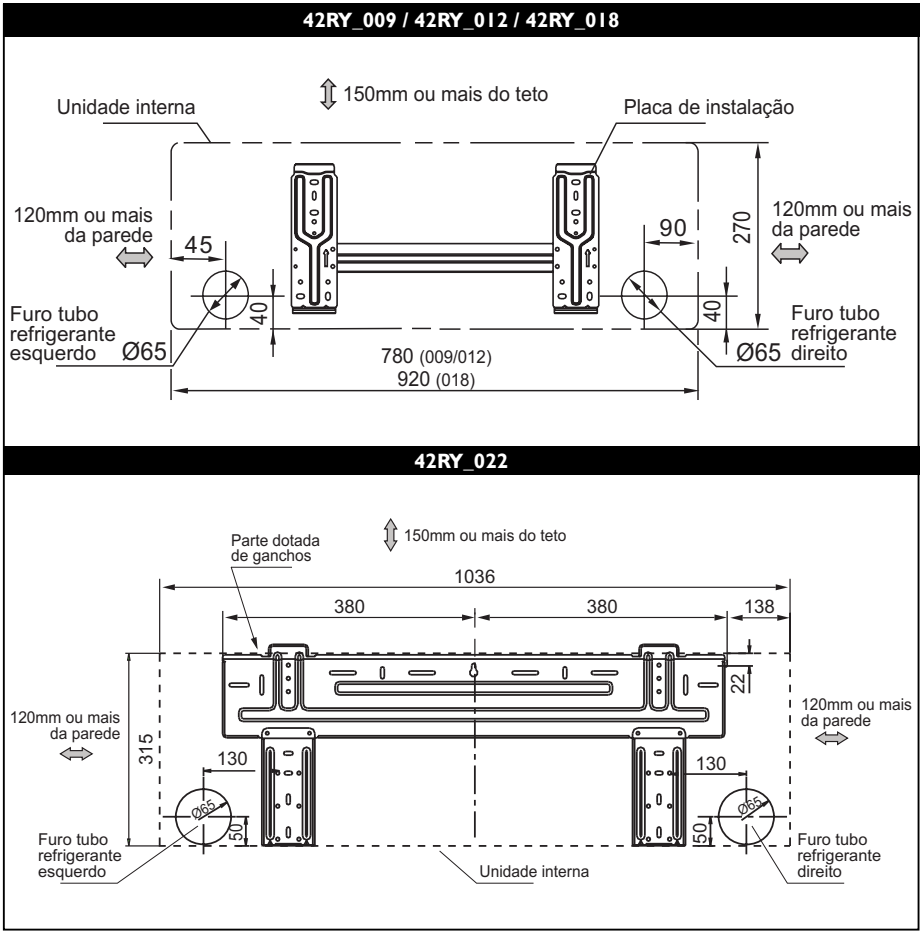

FIGURA 14 - PLACAS DE INSTALAÇÃO / MONTAGEM
* Selecionar um local com espaço suficiente que permita reparos ou serviços de manutenção em geral, como por exemplo a limpeza do filtro de ar. Os espaços mínimos apresentados na figura 14 deverão ser respeitados.
Veja na figura 14 as dimensões para furação do dreno conforme cada capacidade.
- Fixe o suporte à parede com parafusos auto-atarraxantes através dos furos próximos à borda externa dele como mostrado na figura 14 (Coloque parafusos em todos os furos superiores).